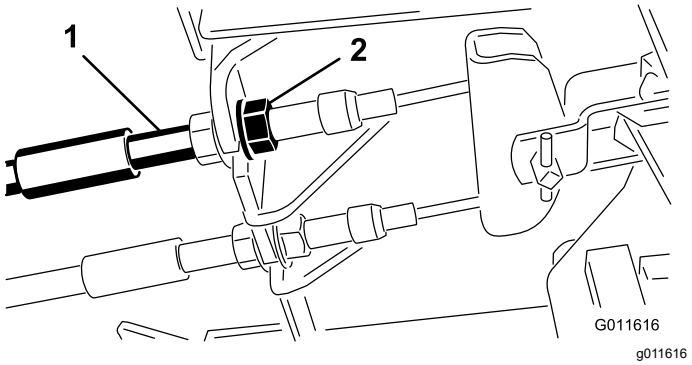

Rysunek 98
1. Aby zmniejszyć skok jałowy pedału hamulca, należy naciągnąć hamulce, poluzowując przednią nakrętkę gwintowanej końcówki przewodu hamulcowego (Rysunek 98).